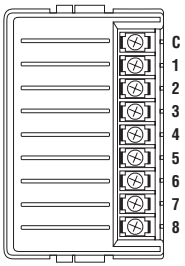

Fig. 3
4. Dénudez les extrémités de tous les câbles sur 13 mm. Fixez le commun des vannes à la borne C de chacun des modules de vannes et les câbles de commande de chaque vanne aux bornes de la station correspondante (Fig. 3).